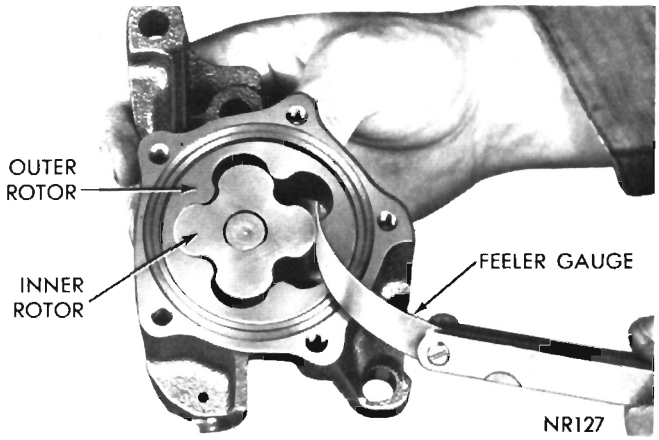

Fig. 57—Measuring Clearance Between Rotors
(7) Install inner rotor and shaft into pump body. If clearance between inner and outer rotors (Fig. 57) is more than .010 inch, replace inner and outer rotors.